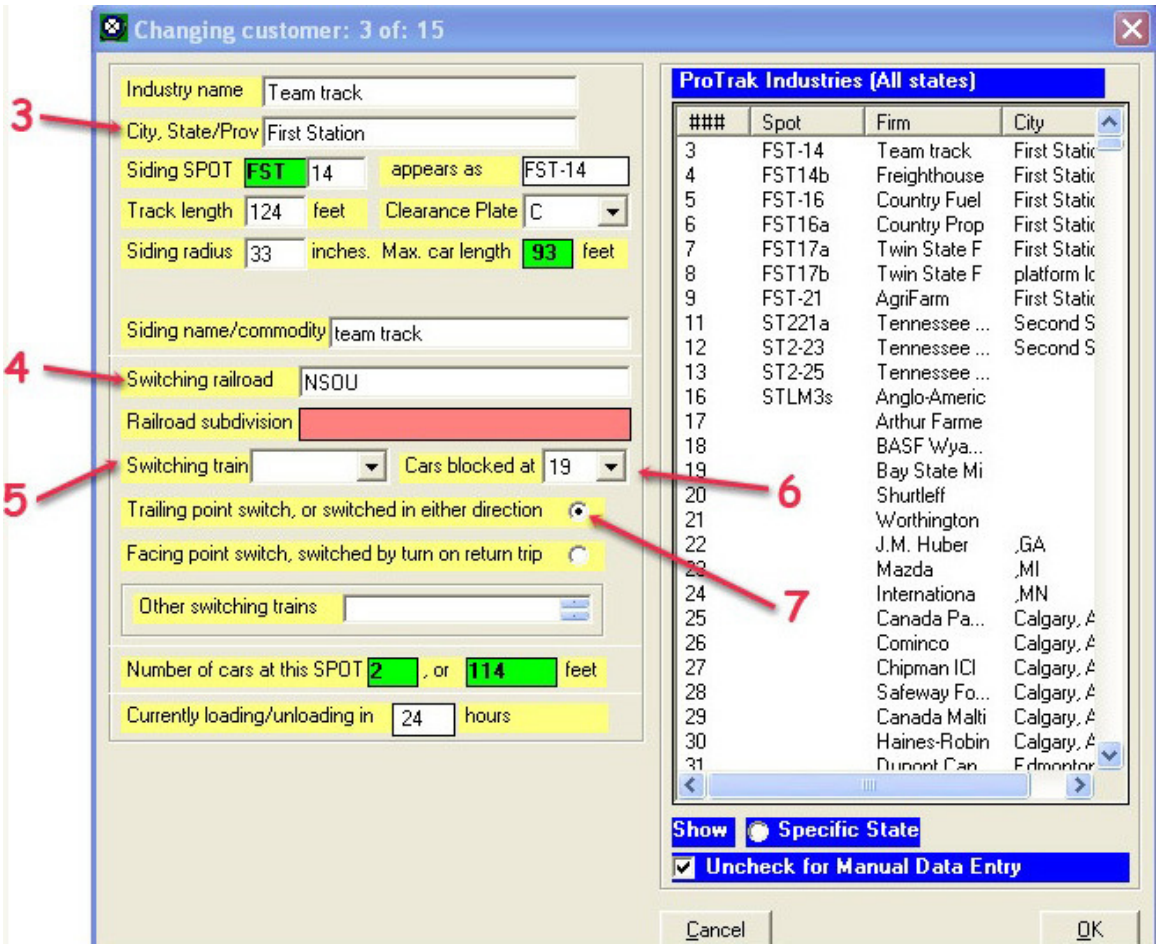

Figure 6-2
2. Double-click on the third customer [2] – the "Team track". The "Changing Customer: 3 of: 15" window shown in Figure 6-2 is used for entering or changing online customer data.